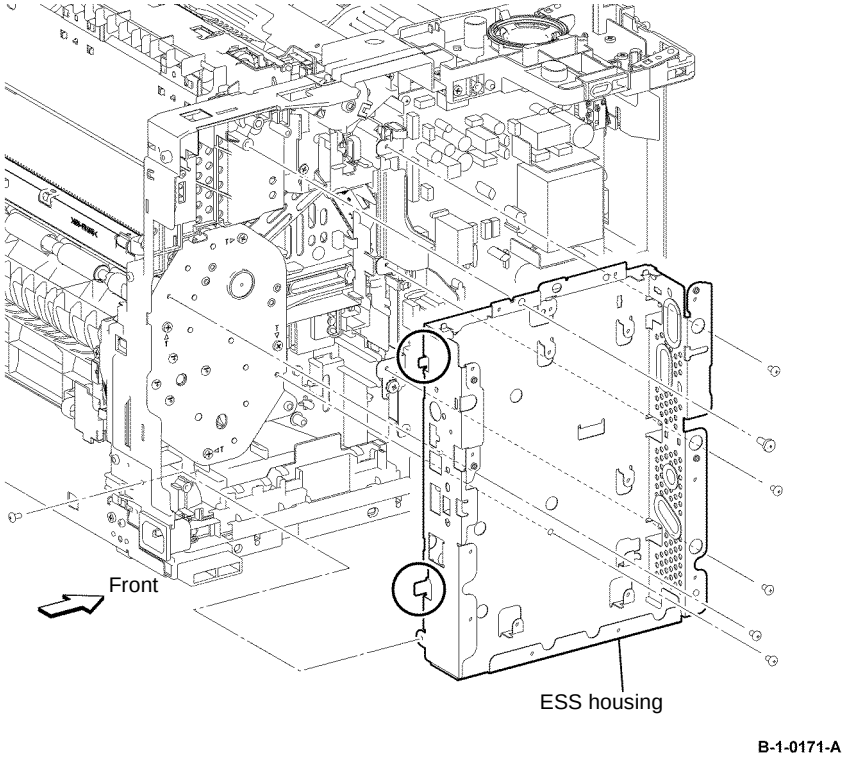

Figure 1 ESS housing removal
14. Remove six screws (silver, M3, 6mm) and one screw (silver, tapping, M4, 10mm). Release the two tabs from the frame, then remove the ESS housing, Figure 1.